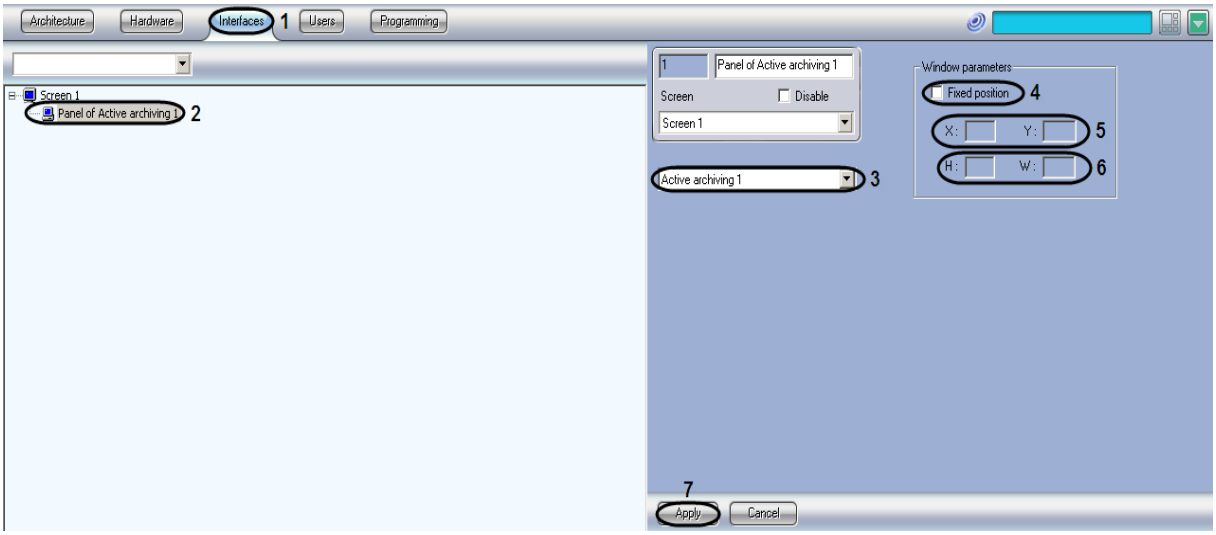

Figure 8.14-12. The settings panel for the "Panel of Active archiving" object
1. Go to the "Interfaces" tab in the "System Settings" dialog box (Figure 8.14-12, 1)
2. Select the "Panel of Active archiving" object in the objects tree of the "Interfaces" tab (Figure 8.14-12, 2). The settings panel for this object opens on the right of the "Interfaces" tab.
3. In the object list, select that "Active Archiving" object for which this panel is to be created (Figure 8.14-12, 3).
4. To set the exact position of the "Panel of Active archiving" box on the screen, set the "Fixed position" checkbox (Figure 8.14-12, 4).
5. Specify "X" and "Y" coordinates of the upper left corner of the box, in percentage of the corresponding screen dimensions (Figure 8.14-12, 5).
6. Specify the width (W) and height (H) of the window, in percentage of the corresponding dimensions of the screen (Figure 8.14-12, 6).
7. Click the "Apply" button (Figure 8.14-12, 7).